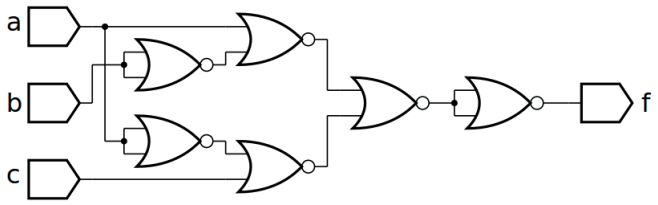
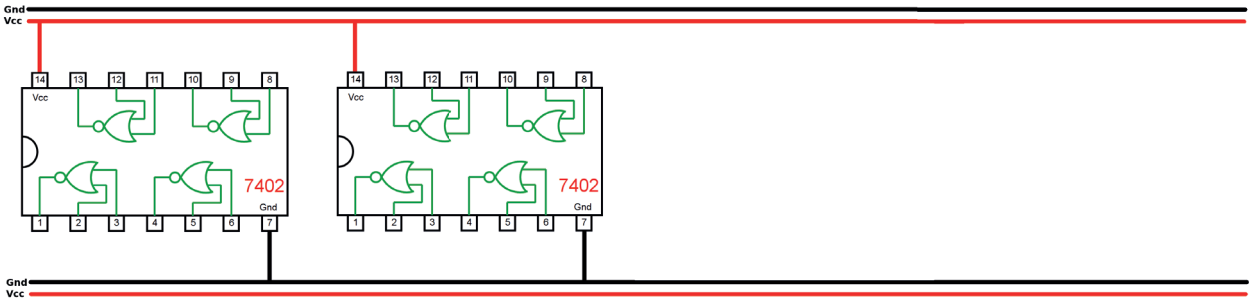

Figura 5.57 – Diagrama esquemático.
Figura 5.58 – Disposição dos componentes (TTL) para a placa de montagem.
1. Complete as ligações na figura 5.58 ou 5.59 de acordo com a figura 5.57.
5. Utilize um programa de simulação em computador (SmartSim, Atanua, Qucs) faça a simulação do circuito da figura 5.57. Compare os resultados com a tabela 5.23.
6. Escreva a equação booleana do circuito da figura 5.57 e simule no programa para o Arduíno.